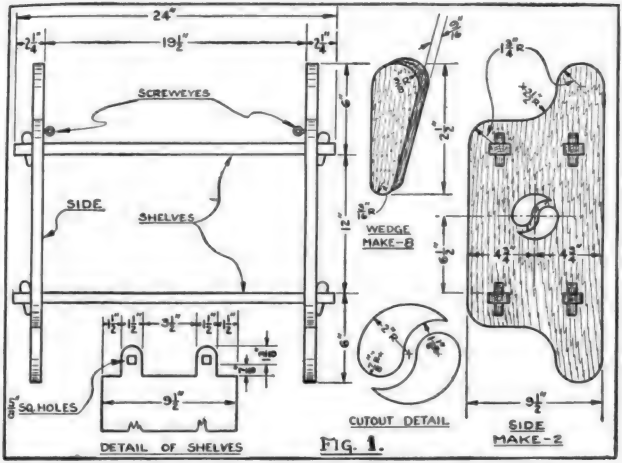

FIG. 1.
YOU can make an excellent stove for the camp, cook shack or backyard from an old oil drum! Above are two good examples. Figure 1 shows half a drum set on the ground with points sticking up around a hole at the back side to make a tight fit for the stove pipe.
It is suggested that maple, birch or walnut be used for the tops and base pieces and that poplar or white pine be used for the curved stem pieces. To begin the construction, lay out the four pieces A-B-C-D as shown in Fig. 1 and saw these out on the band or jig saw. Sand the top faces and the edges of these pieces. Now on a piece of the poplar or pine 7"x7"x1¼" lay out a 5" radius in one corner. On the same center draw a 3¾" radius. Now mark off the quadrant area using the center of the arcs. Continue the arcs to the edge of the wood at the cross grain end and at the other end (with the grain) draw the lines tangent to the curves to the edge of the wood. Now saw out this 1¼" section on the band saw. A heavy jig saw will do if a band saw is not available.
Figs. 1 and 2 above show jam cleat for jib sheet (two needed) and heavy cleats for halyards and centerboard sheet. Also for mooring cleat. Four required. Below, Fig. 8: With this sliding gooseneck your mainsail will always hang perfectly. It is made up of several small parts and assembled as shown. The angle piece (A) may have to be bent slightly to meet contour of mast. This angle, placed on forward side of the mast will also make an excellent spinnaker eyeplate. Fig. 9 shows top view of gooseneck. Below, left, is combination bow and fore stay plate.
Construction details are illustrated in Fig. 1, above. The main body is cut from a single sheet and soldered and bent as shown, with a porcelain socket mounted on a wood block screwed or nailed to the bottom. The curved members are soldered to the body by means of tabs, which can be separate strips soldered on.
The right wood is of the utmost importance, and either African mahogany or rosewood should be used. Since the quantity is small this is not an item of expense. The thickness of this wood should be 1¼" full. On a piece 6"x12" lay out the pattern as shown below. Then saw out the outside outline on jig saw. Using a handsaw, saw the piece to the depth shown in Figure 1. With this cut made, saw out the inside outline on the jigsaw. This procedure reduces the hazard of breaking off the legs. Note that the grain of the wood is vertical. Next drill the feet at the center with a ⅛" drill to a depth of ⅜".
Next turn out the two base pieces as shown in Figure 1. Drill the larger of these in three places for wood screws and countersink them from the bottom. In turning these pieces the sanding instructions still apply, only this is easy to do on the lathe. Now rub lamp black (carbon paper will do) on the bottoms of the dowel pieces projecting from the feet. Then spot these locations on the smaller base piece, taking care to get the locations in the center. Push down on the figure and you will find
If the radio "shack" is in the basement, a cellar window can easily be revamped, as shown in Fig. 1. The idea is to saw off part of the window (and also part of the outside screen or storm sash, if any is used), and to screw an extra strip of wood at the top of the frame. This strip should be about 1½ or 2 inches wide, which means that not more than one inch needs to be ripped off the top and bottom edges of the window. The hinges must be reset, but this takes only a few minutes. The extra wood strip now permits the use of permanent lead-in insulators. If an outside strip is also installed (to accommodate the screen or storm sash), separate the sections of each insulator and joint them by means of a piece of threaded brass rod of the right length. As many as six or eight insulators can be mounted on this extra strip, which is more than most radio experimenters ever require.
For instance, Fig. 1 illustrates an excellent use for small neon bulbs. As orange is the usual safe-light around the darkroom, except for the ultra sensitive materials, a ½ to 1 watt neon bulb will prove perfectly safe to keep lighted at all times. This is especially true of the printing room. The operating cost is practically nothing per month, so, by keeping the burning constantly, you can enter the darkroom for momentary business without having to feel for the light switch or falling over some unseen obstruction.